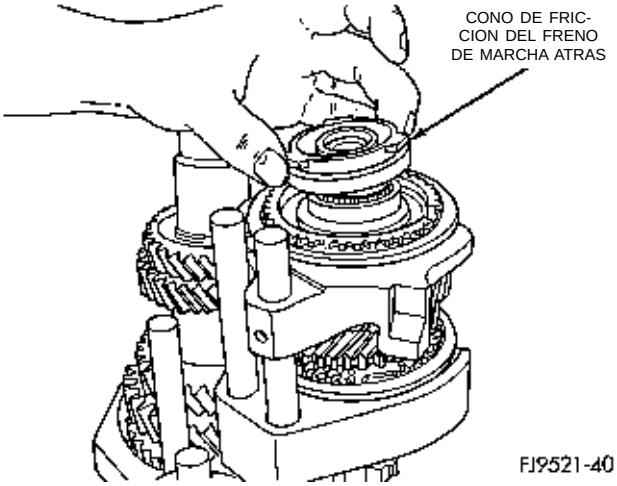

Fig. 63 Instalación del cono de fricción del freno de marcha atrás
(7) Instale el cono de fricción del freno de marcha atrás (Fig. 63).